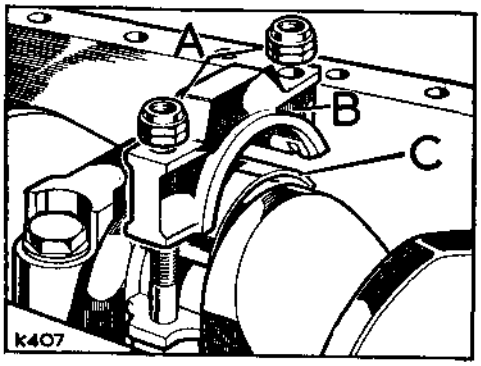

**Fig. A2-127. Connecting rod big-end details**
2. Lubricate the journals and bearing halves and fit the appropriate bearing halves to the connecting rods and caps, Fig. A2-127 refers.